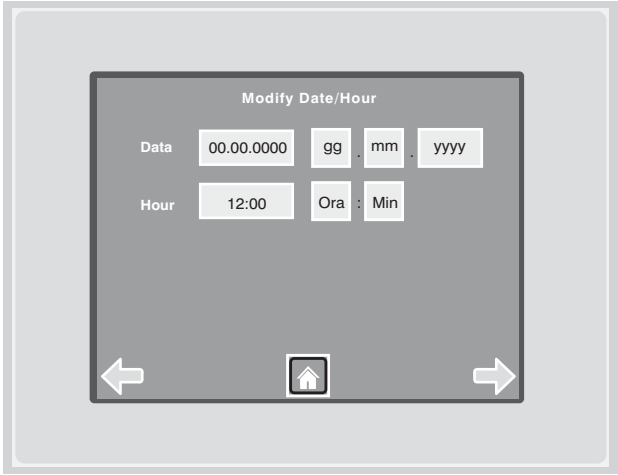

figure 31
- Date and time setting (Figure 31)